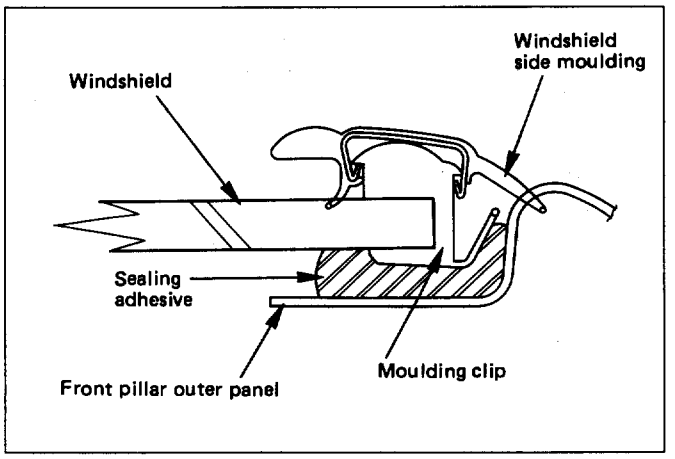

Fig. 10-264
- Insert the moulding into the moulding clip. (Fig. 10-264)